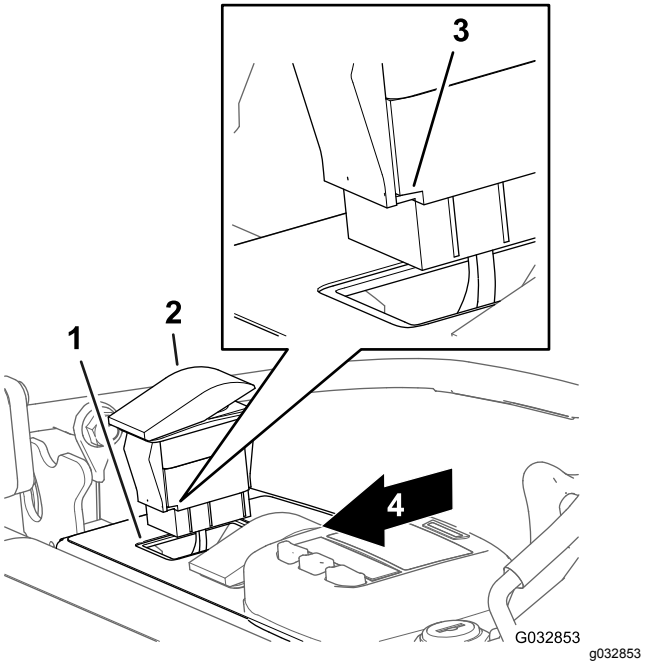

Figura 26
4. Allineate l'interruttore in modo che l'intaglio nel corpo dell'interruttore sia verso la parte posteriore della plancia (Figura 26).
5. Inserite l'interruttore nell'apertura sulla plancia, fino a quando l'interruttore non scatta saldamente nella plancia (Figura 26).